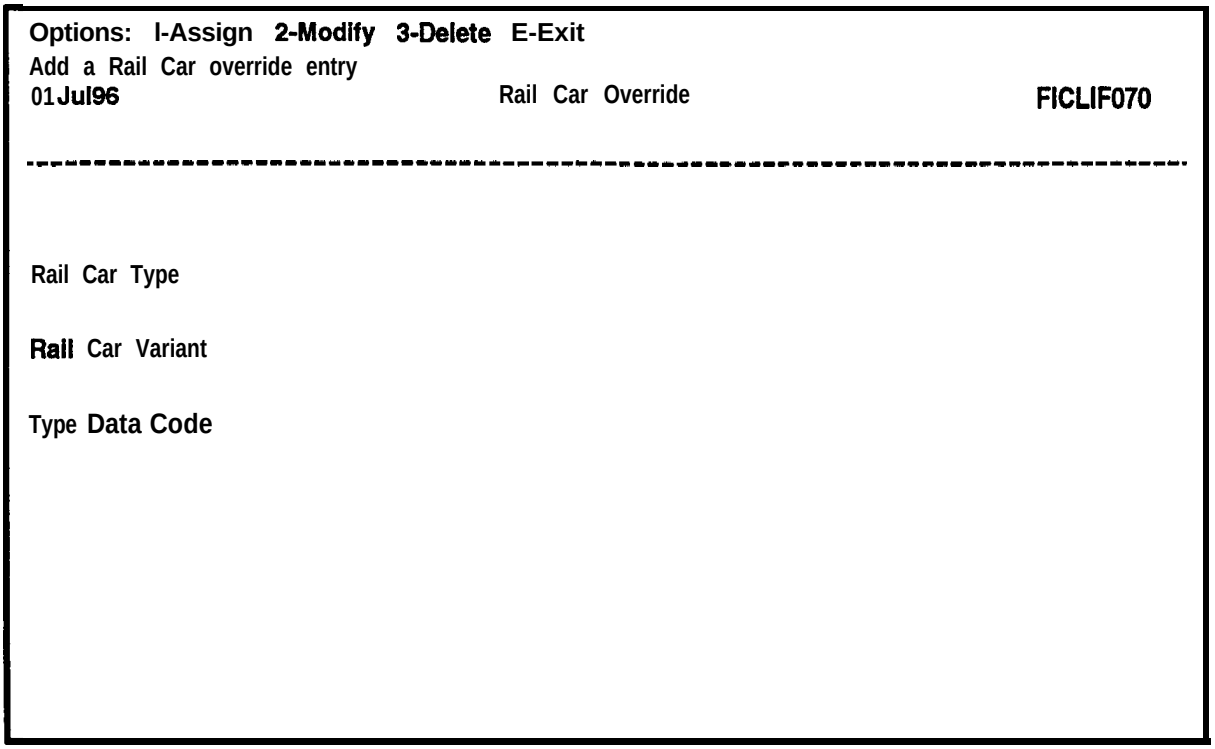

Figure 8-8. Rail Car Override Screen
d. Select Rail Car **Override** from the Reference Tables menu to display the Rail Car Override screen with the Options: ring menu at the top as shown in Figure 8-8.